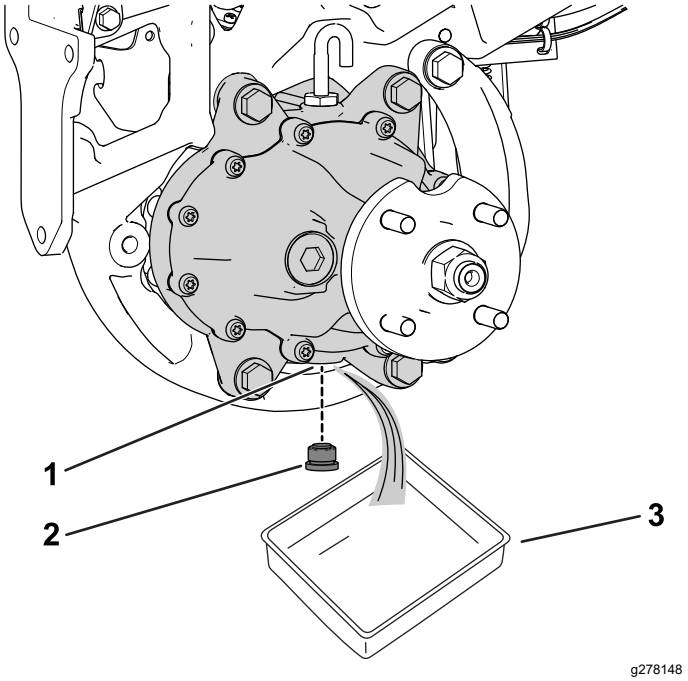

Figuur 61
3. Plaats een opvangbak onder de wielmotor (Figuur 61).
4. Haal de plug uit de aftapopening (Figuur 61).
6. Monteer de aftapplug in de aftapopening (Figuur 61).